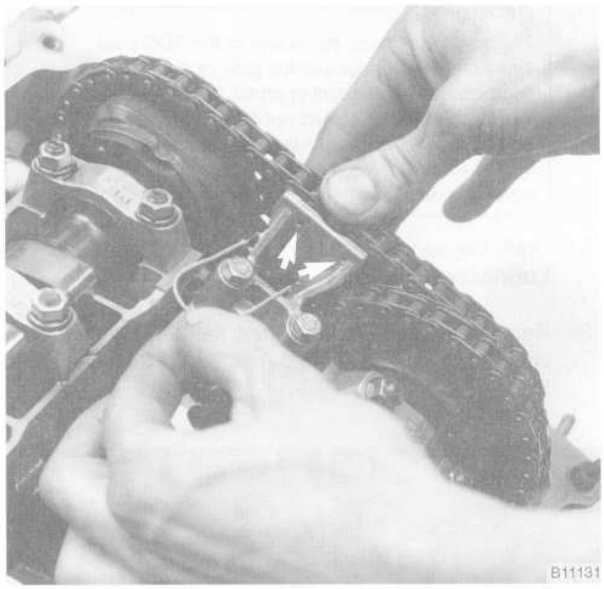

Fig. 16. Secondary timing chain tensioner being locked down. Press tensioner down fully and insert locking wire through holes (**arrow**).
27. Depress the secondary timing chain tensioner and lock it in the down position by inserting BMW special tool no. 11 3 290. Alternatively, a stiff piece of wire can be used. See Fig. 16.